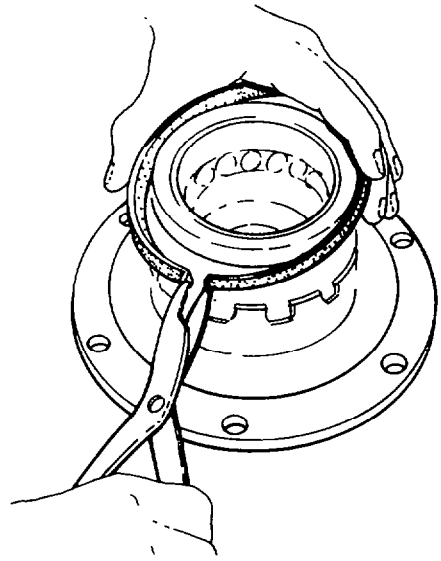

Fig. 300 — Removing Outer Retaining Ring
c. Push all the upper wedges in as far as possible, then remove the outer retaining ring using ring expansion pliers (see fig. 300).